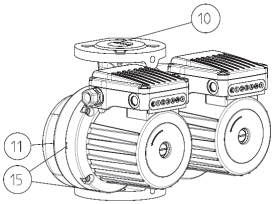

Fig.2
- Pompele GHND (basic, auto), GHNMD (basic, auto) au carcasă hidraulică dublă (Fig.2 – POS.11), aici este înglobată o clapă oscilantă (Fig.2 – POS.10), care basculează automat, depinzând de direcția debitului uneia sau celeilalte pompe.